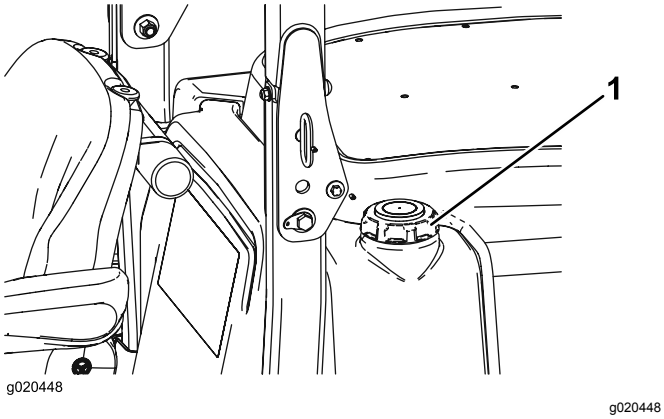

**Figuur 13**
3. Verwijder de dop van de brandstoftank (Figuur 13).